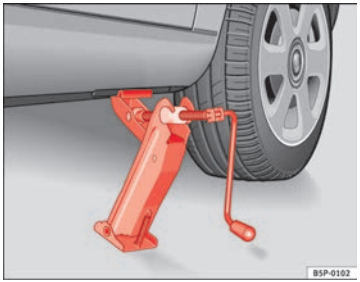

Fig. 178 Posizionamento del cric
– Applicare il cric in modo che la staffa faccia presa in corrispondenza della nervatura del montante inferiore e che la base mobile appoggi bene a terra ⇒ fig. 178.